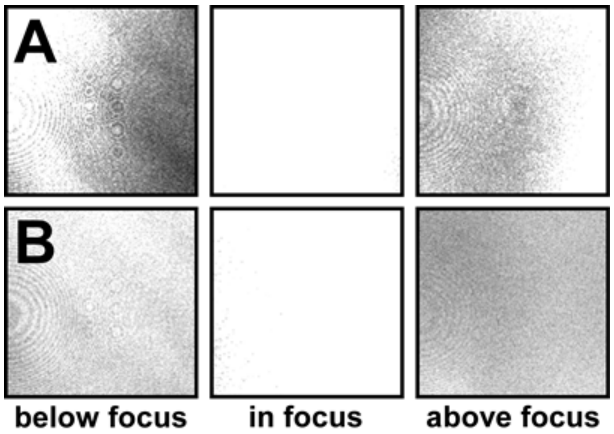

Fig. 10 **Focus control with focus drive. Course of reflection on tilted (A) and even (B) coverslip when moving focus upwards (left to right)**
5. Check for the tilt of the coverslip border. If the picture gets uniformly brighter and darker when focusing through the coverslip border, the stage is leveled. Any tilt will appear as a brightness gradient or even a bright zone or line that wanders through the slices (Fig. 10).
7. If you use a defined z-scan repeat steps 4. through 6. until you achieve a good result. If you focus manually, turn screws until reflection looks even (Fig. 10/**B**).